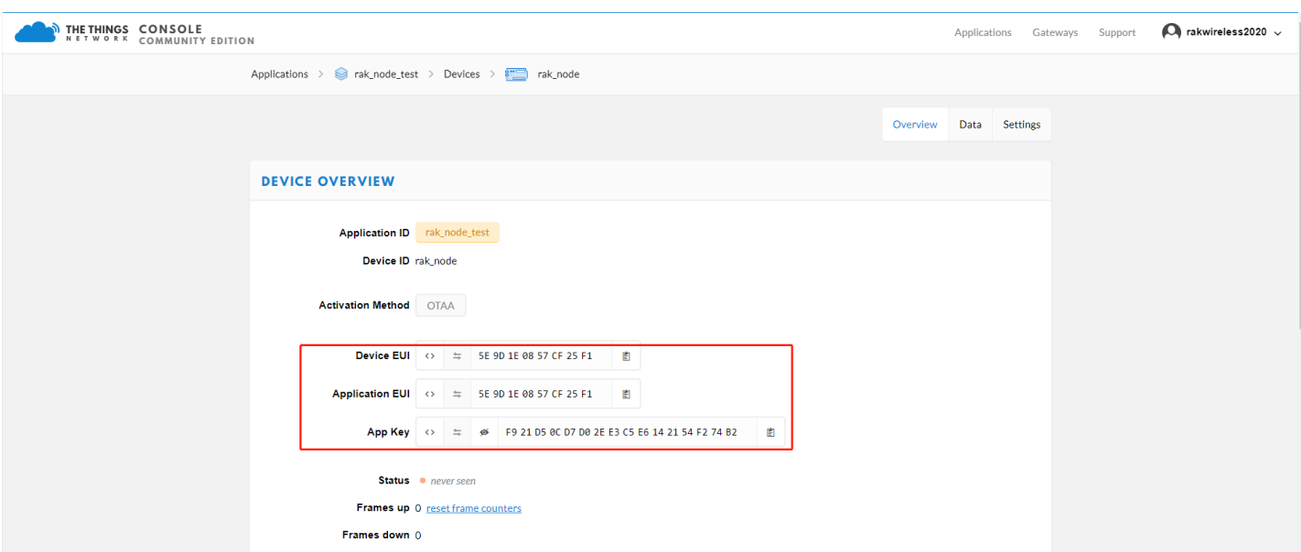

Figure 14: New Device Overview
8. Press the "**Register**" button to finish the process. The registration results will appear summarized, as shown in **Figure 14**.